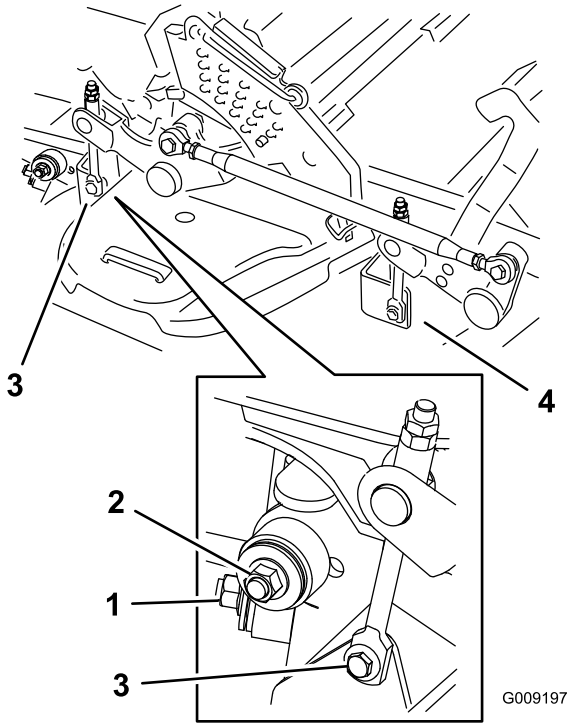

Figur 101
8. Fjern monteringsboltene/-møtrikkerne på begge sider af skjoldet som vist i Figur 101, og læg dem til side.